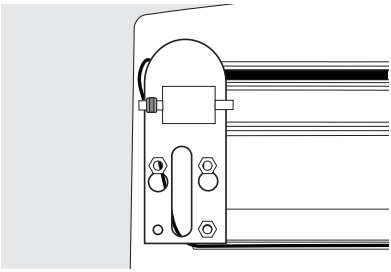

Figure 7
17. Remove the left bottom hinge using 5/16″ (8 mm) wrench and install on the right side. Figure 7.